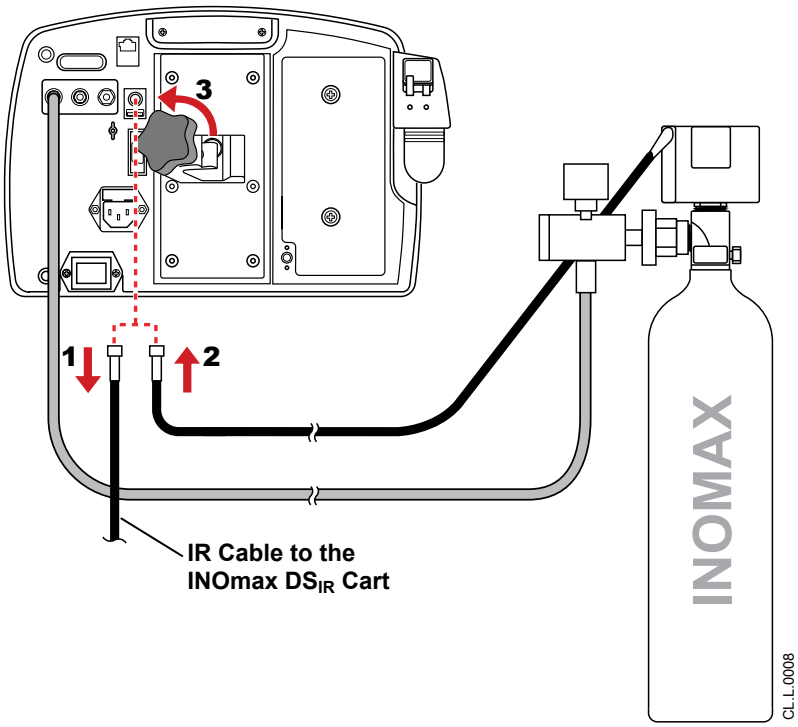

Figure 4-8 Changing the IR cable connection
With the INOMAX transport cylinder connected to the INOmax DS_{IR} Plus, refer to Figure 4-8, and continue with the following steps.
1. At the back of the INOmax DS_{IR} Plus, disconnect the IR cable from the INOmax DS_{IR} Plus (**1**, Figure 4-8).